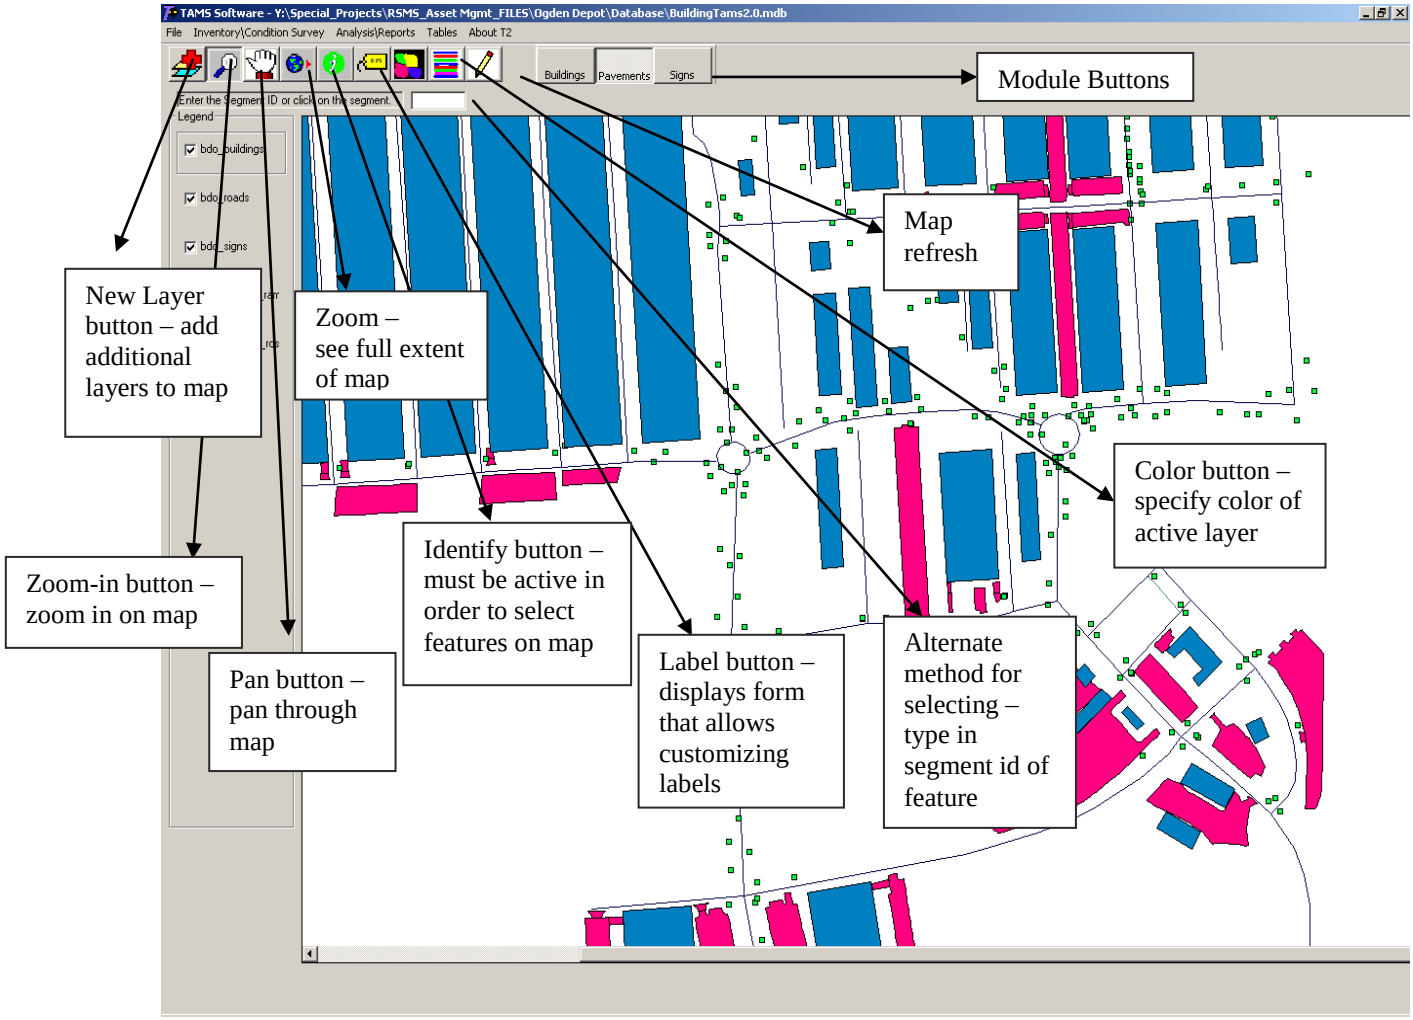
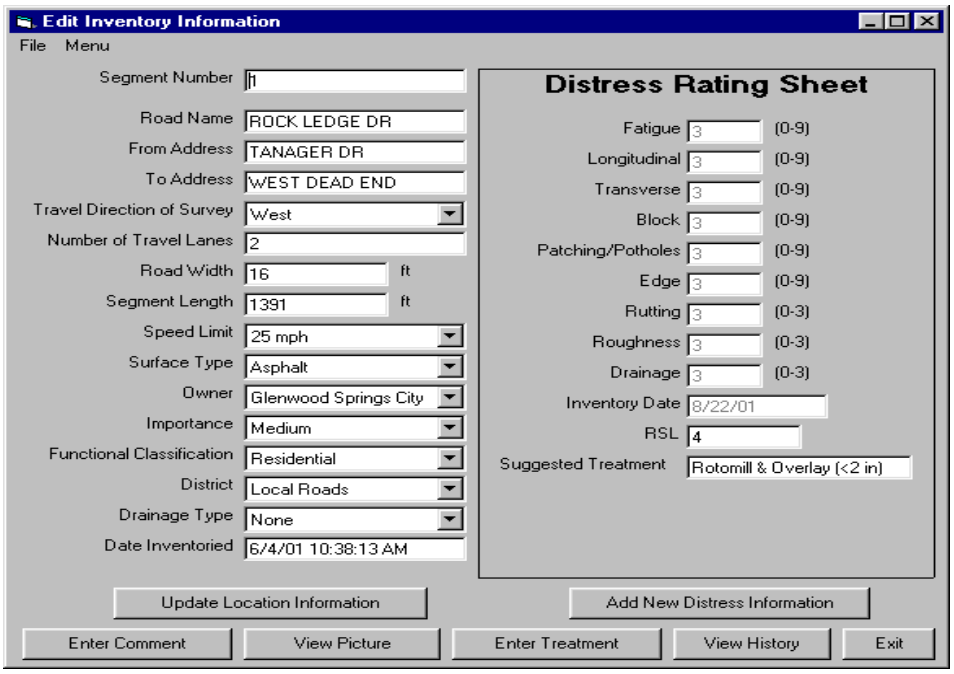

Figure 13. Map Feature and Component Information
Figure 20. Edit Inventory Form
As previously stated, TAMS uses a map interface to inventory and survey the condition of the road system. This requires a GIS-based road map to begin the inventory process as outlined in the section "Data Needed to Begin." To load the GIS map, **first select the Roads module button**, then go to **File**, **Open**, **Layer** and choose the shapefile from the open file form. This opens the selected shapefile in the program and saves the path to the directory in the database so that the next time the database is opened the shapefile will open automatically. If the roads module button is not selected before opening the layer it will be associated with the wrong module and warning message box will appear indicating that required fields are not found in the shapefile. With a base map in place, the map feature becomes the data-collection and editing tool for the information stored in the database. Figure 13 shows the map feature and outlines the basic components.
To add or edit information, click the "identify" button on the mapping toolbar shown in Figure 13. This allows the user to select features on the map. When the segment selected has not been inventoried, the Information box shown in Figure 14 appears. If the segment has information already stored for it, the *Edit Inventory* form appears, as shown in Figure 20.
3. Once the road name is entered, press the "Go Find" button and the program returns to Figure 13 showing only those segments for the road name entered.